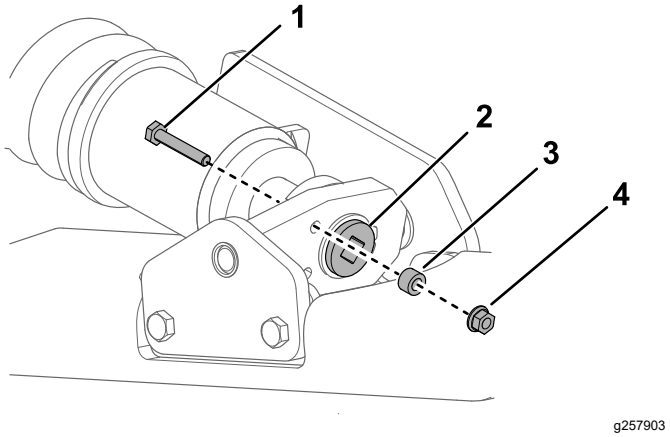

Rysunek 57
4. Odkręć śrubę zabezpieczającą, rozpórkę i nakrętkę (Rysunek 57).
6. Ustaw najbliższe nacięcie na śrubie napinającej równo z otworem śruby zabezpieczającej i unieruchom śrubę za pomocą śruby zabezpieczającej i nakrętki (Rysunek 57).
7. Odkręć śrubę zabezpieczającą, rozpórkę i nakrętkę (Rysunek 57).
8. Za pomocą klucza grzechotkowego z zabierakiem ½ cala uwolnij napięcie gąsienicy, obracając śrubę napinającą w prawo (Rysunek 57 oraz Rysunek 61).